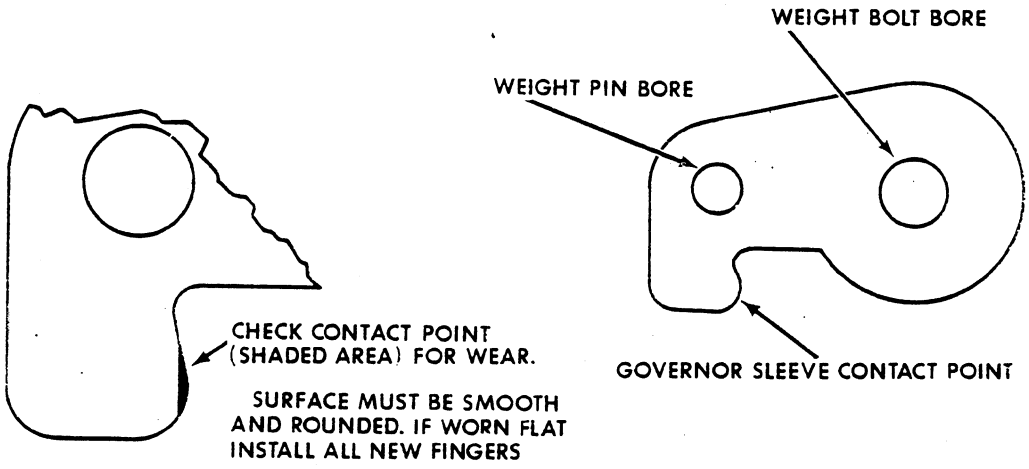

Figure 4M-6
5. Check each governor weight finger as indicated in Figure 4M-6.
If any wear or "flattening" is apparent, ALL FOUR FINGERS MUST BE REPLACE, Figure 4M-5. Never replace just one set of fingers.